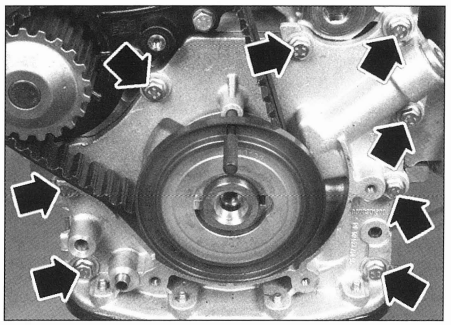

FIG. 17
- los ocho tornillos de la bomba de aceite en el extremo de cigüeñal **(fig. 17).**